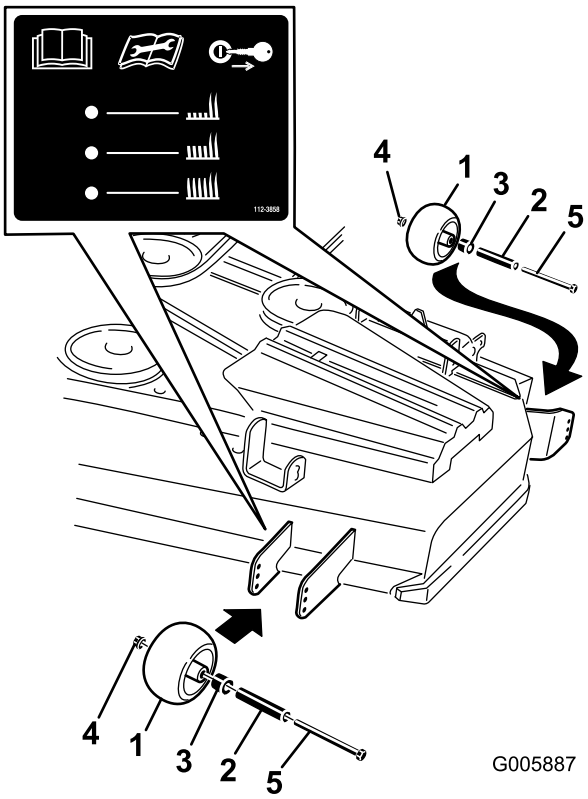
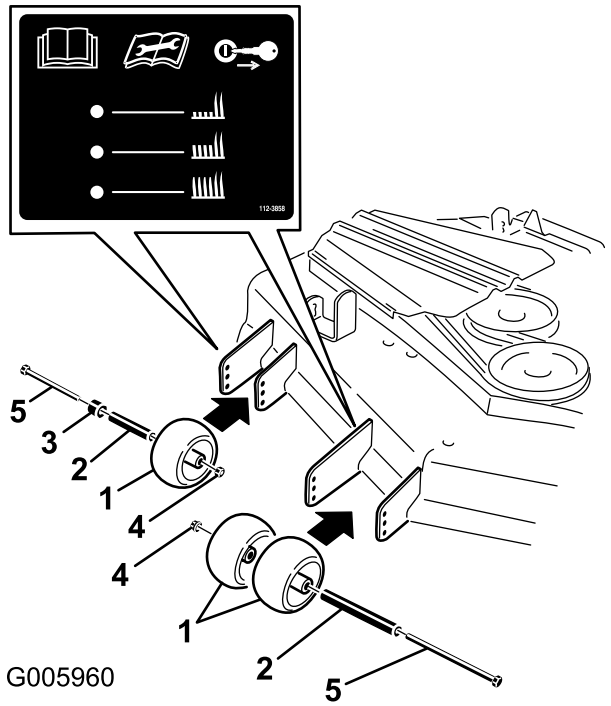

Figuur 19
Figuur 20
3. Nadat u de maaihoogte hebt ingesteld, moet u de flensmoer, de lagerbus, het afstandsstuk en de bout verwijderen om de rollen in te stellen (Figuur 19 of Figuur 20).
Opmerking: De 2 middelste rollen hebben geen afstandsstuk (Figuur 19 of Figuur 20).
5. Monteer de flensmoer, de lagerbus, het afstandsstuk en de bout. Draai vast met een torsie van 54 tot 61 Nm (Figuur 19 of Figuur 20).